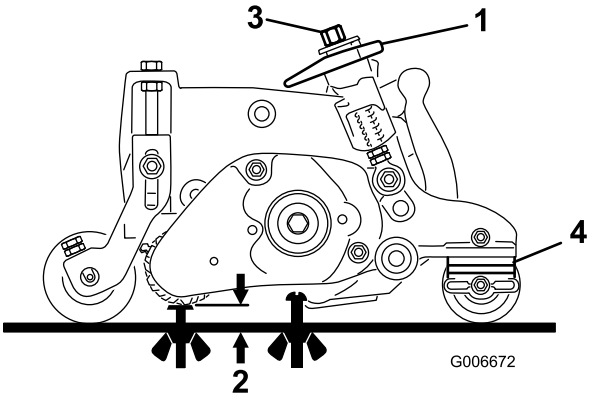

図 44
1. グルーミングリールが希望の深さにセットされていることを確認する図 44。